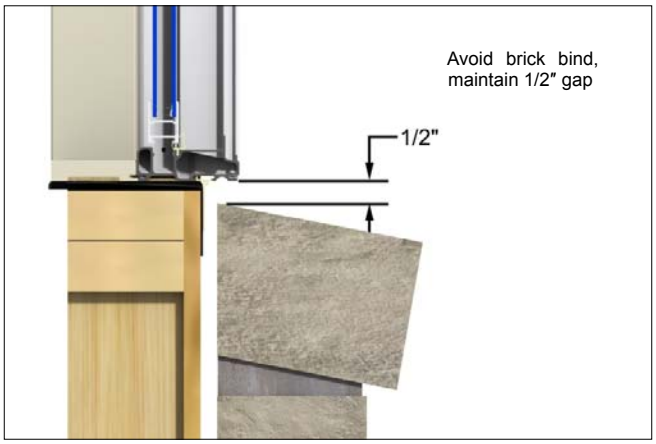

Figure 2
NOTE: On standard wood frame construction with brick veneer, make sure there is at least 1/2″ (13) between bottom of window sill (or eventual placement of the window) and the top row of brick to avoid "brick bind". See figure 2.